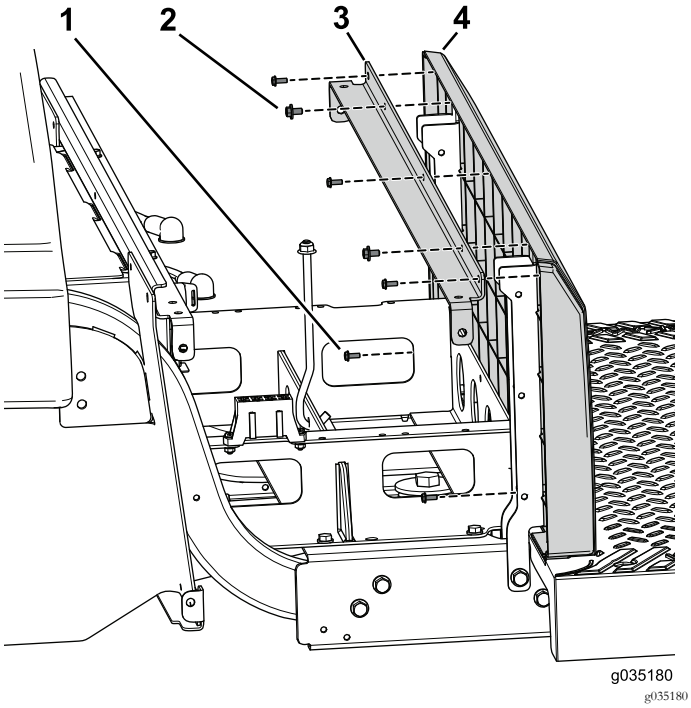

Figur 85
5. Brug de to bolte med spændeskiver (1/4 x 1/2 tomme) til at fastgøre vinkelstøttebeslaget og sædesokkelpanelet på venstre og højre sædestøtte (Figur 85).
6. Brug de fem skruer (nr. 10 x 1/2 tomme) til at fastgøre bagpanelet på vinkelstøttebeslaget og sædestøtterne (Figur 85).